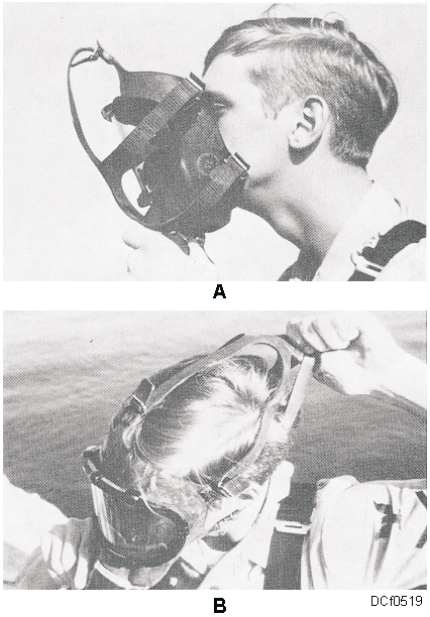

Figure 5-19. Step 6, donning the facepiece, views (A) and (B).
b. Insert your chin into the chin stop of the facepiece (fig. 5-19, view A).
c. Pull the head straps from the front of the facepiece over your head (fig. 5-19, view B). Be sure your hair is not under the facepiece shield.